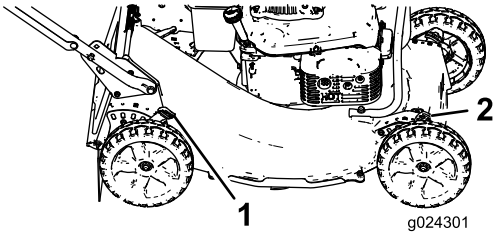

Figur 12
1. Dra klipphöjdsspaken mot hjulet (Figur 12) och flytta spaken till önskat läge.